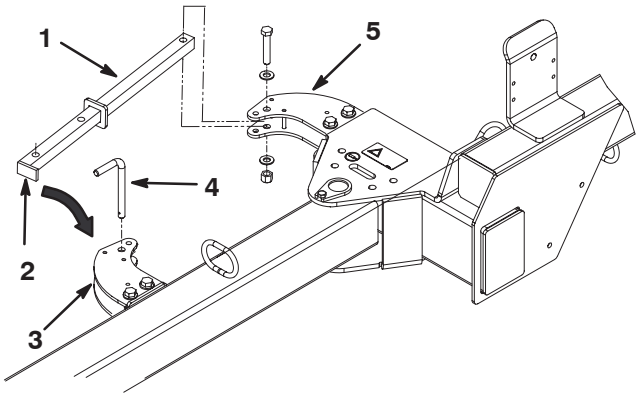

Figure 4
2. Insérez l'extrémité de la languette soudée du bras de commande entre les goupilles soudées de la languette de commande avant (Fig. 4).
3. Fixez le bras de commande à la languette de commande avant avec une goupille (Fig. 4).
4. Insérez l'extrémité arrière du bras de commande dans la languette arrière tout en alignant les trous de montage (Fig. 4).
5. Fixez le bras de commande à la languette de commande au moyen d'une vis 1/2–13 x 2–3/4 pouces, (2) rondelles plates 0,531 x 0,063 et un contre-écrou 1/2–13. Positionnez les composants comme illustré à la Figure 4.